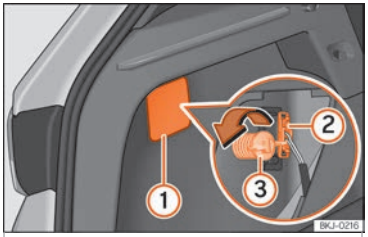
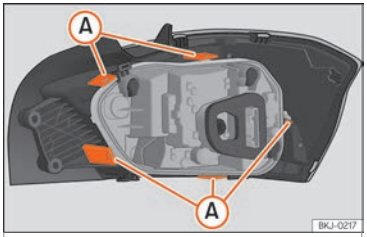

Fig. 108 Bagageira: acesso ao parafuso de fixação da unidade de luz traseira.
Fig. 109 Linguetas de fixação na parte posterior da unidade de luz traseira.
3. Retire a tampa fazendo alavanca com o lado plano de uma chave de fendas no entalhe ››› Fig. 108 (1).
4. Retire o conector da lâmpada (2).
5. Desenrosque com a mão ou com a ajuda de uma chave de fendas o parafuso de fixação do farolim (3).
7. Desmonte o porta-lâmpadas desbloqueando as linguetas de fixação ››› Fig. 109 (A).